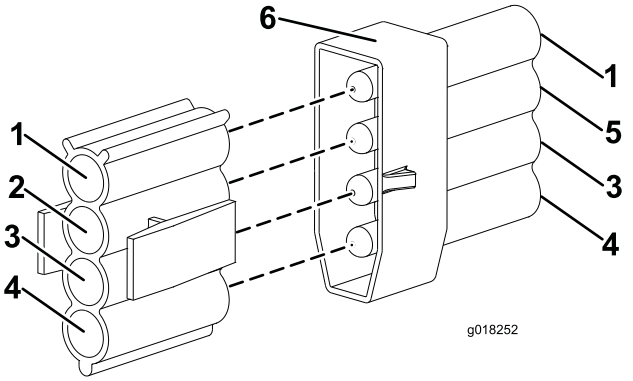

Bild 14
13. Schließen Sie den Anschluss am Maschinenkabelbaum mit dem Kabel Grün/Rot am markierten rechten Lampenanschluss an (Bild 14).